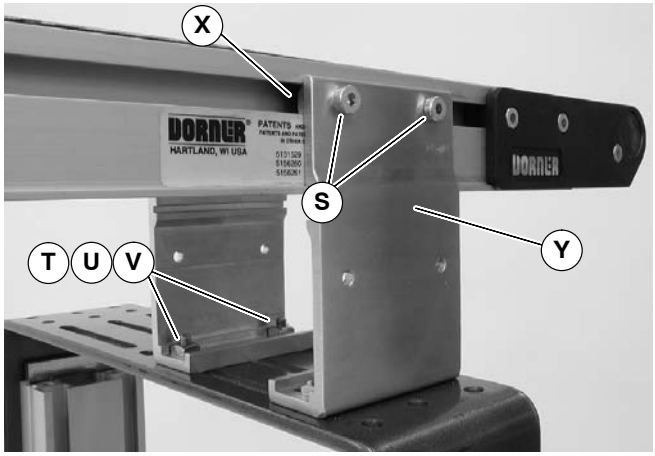

Figure 10
3. Insert T-bars (W of Figures 8 & 9) into conveyor side slots (X of Figure 10). Fasten brackets (Y of Figure 10) to conveyor with mounting screws (S).
4. Fasten brackets to support stand with mounting screws (T of Figure 10), washers (U) and nuts (V).
5. Tighten screws (S & T of Figure 10) to 60 in-lb (7 N–m).